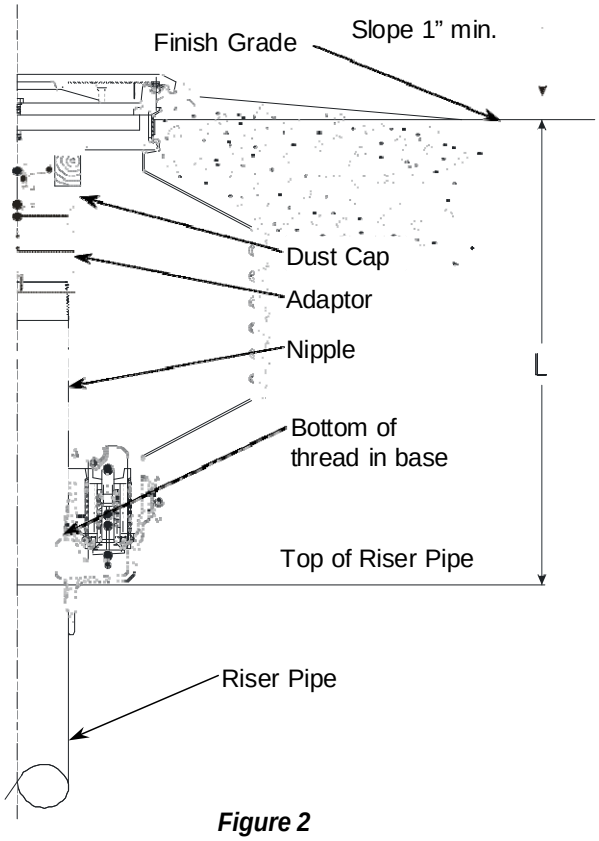

Figure 2
Step 7: (See Figure 2)
Step 10: (See Figure 2)
splash. Double check that the unit is level and at proper grade height. Pour concrete per figure 2. Ramp or dome the concrete away from the mounting ring.